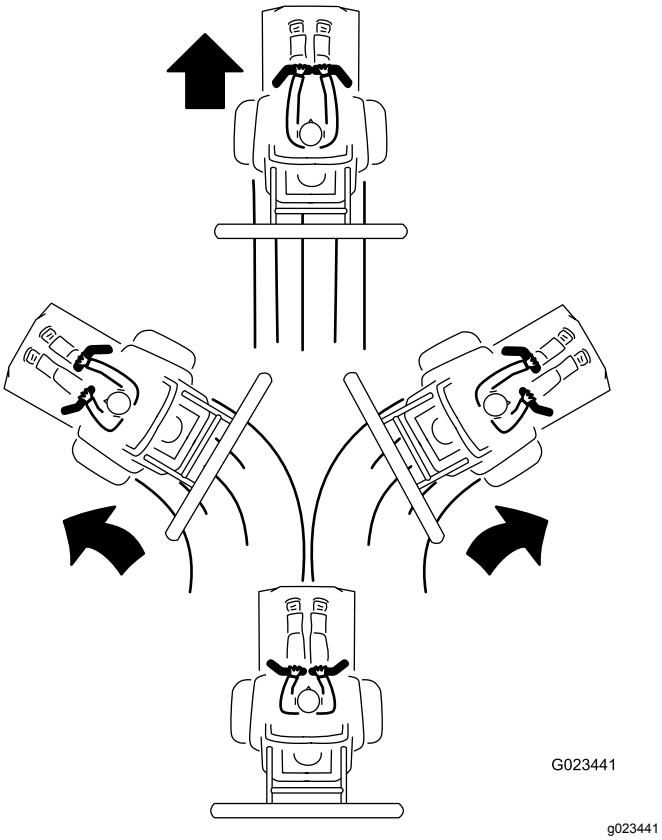

Figur 24
3. Kör framåt genom att försiktigt föra reglerhandtagen framåt (Figur 24).